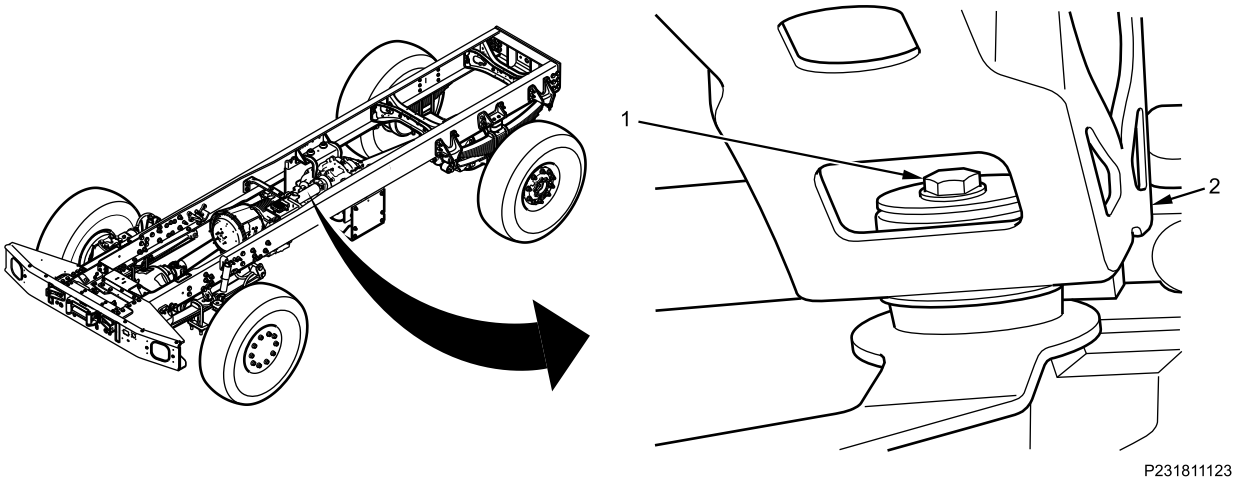

Figure 9. Belly Armor Center Mount.
13. Remove two bolts (Figure 9, Item 1), nuts, washers, and rubber bushings from belly armor center mount (Figure 9, Item 2).